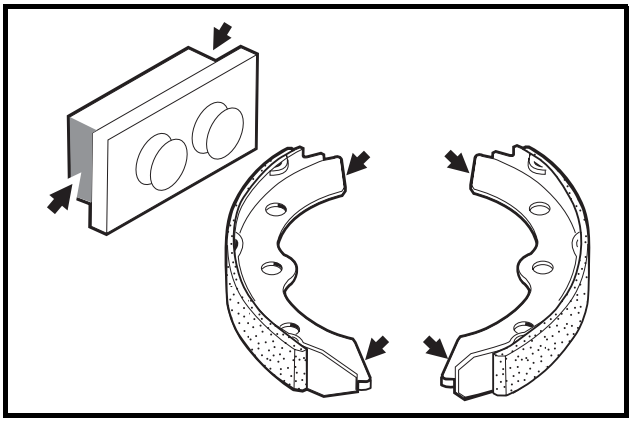

Figure 6-9 Lubricate Shoes
5. Use a small brush to carefully apply a light coat of white lithium NLGI #2 grease (Dow Corning BR2-Plus or equivalent) to each end of both brake shoes and into the slots in the brake shoe mounting block as shown **(Figure 6-9, Page 6-4). See preceding WARNING**.